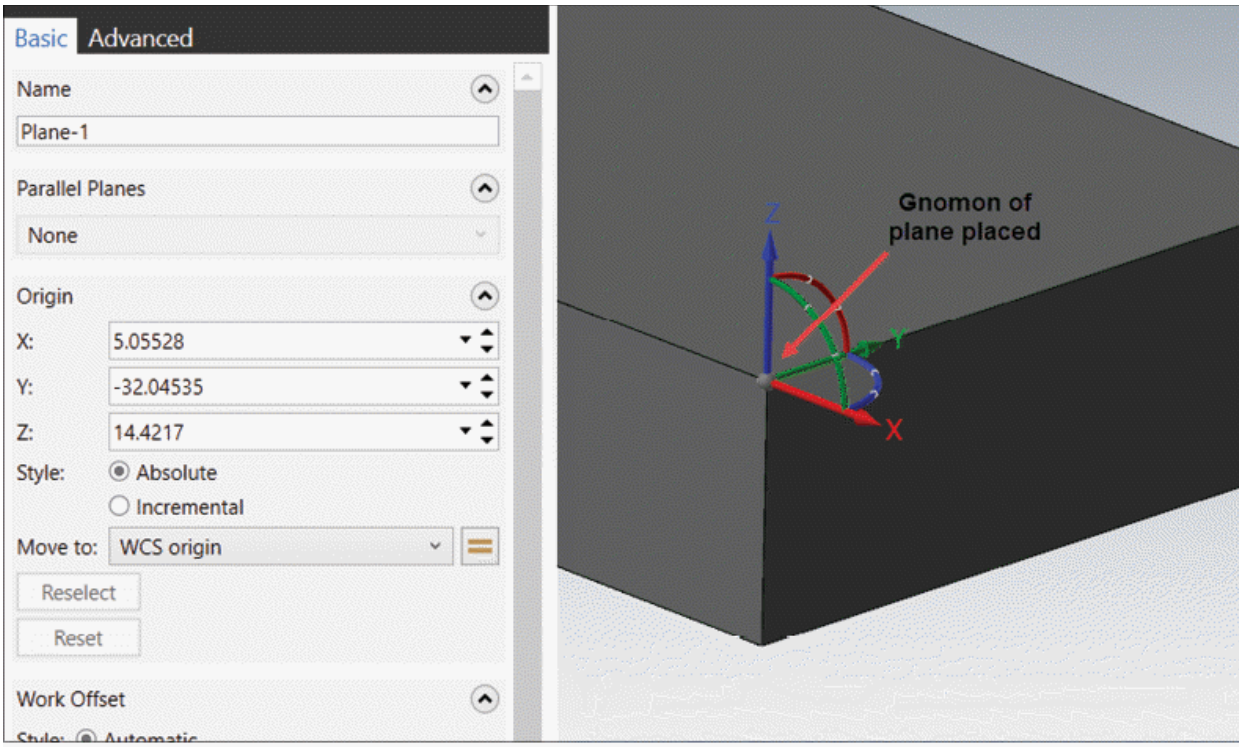

Figure-14. Placing gnomon for plane
- Click at desired location to place gnomon; refer to Figure-14.